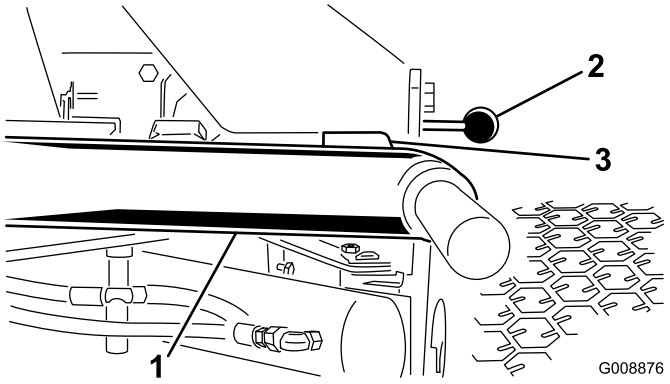

Figuur 11
1. Start de motor, breng de maaidekken omhoog en controleer of de afstand tussen elke hefarm en de vloerplaatbeugel 5 tot 8 mm bedraagt (Figuur 11).